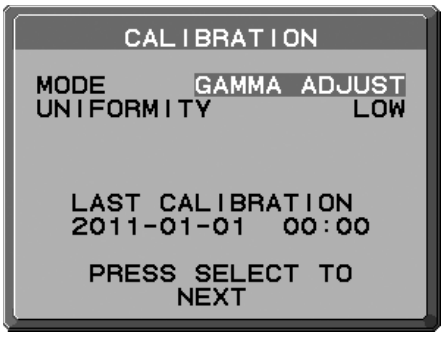

**Рисунок 1**
2. Выберите НАСТР. ГАММЫ в настройке режима (**Рисунок 1**).